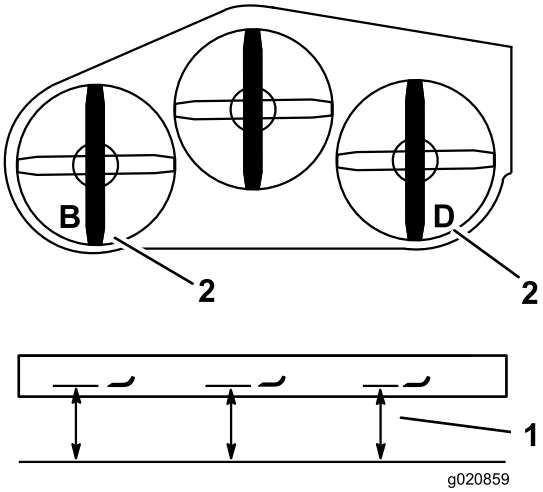

Figur 85
2. Mål den venstre kniven ved **B**-plasseringen, fra en jevn overflate til knivveggen på knivspissen, og noter denne målingen (Figur 85).
3. Mål den høyre kniven ved **C**-plasseringen, fra en jevn overflate til knivveggen på knivspissen, og noter denne målingen (Figur 85).
4. Målet ved posisjon **B** må være innen 3 mm fra målet ved posisjon **D**. (Figur 85). Dersom det ikke er korrekt, gå til følgende trinn.